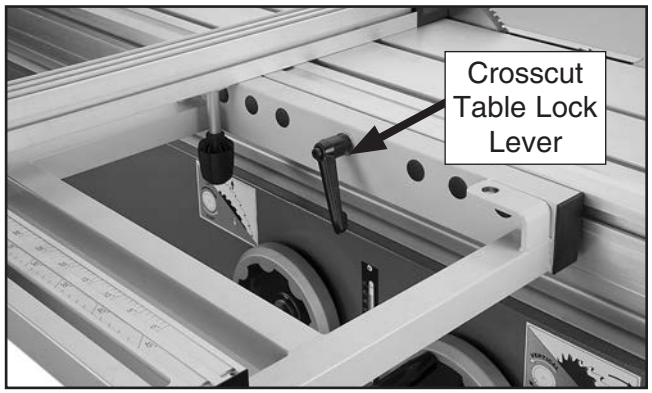

Figure 109. Location of crosscut table lock lever.
1. Move crosscut table and fence to front of sliding table, and lock them in place with crosscut table lock lever (see **Figure 109**).